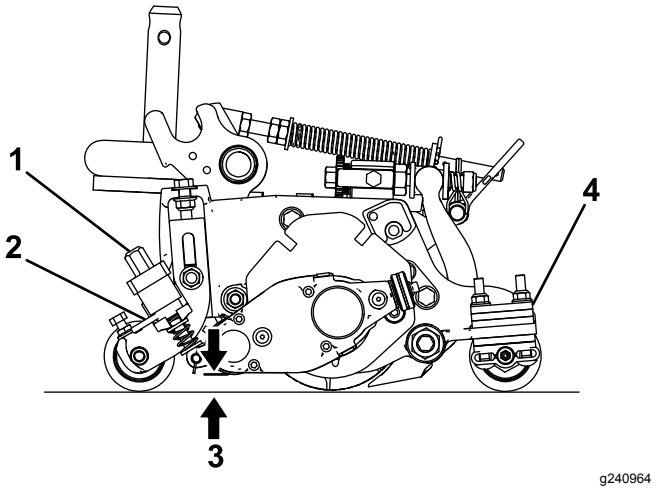

Figur 24
3. Vrid snabbspakarna (Figur 24) till AKTIVERAT LÄGE (handtaget ska peka mot klippenhetens främre del).
4. Mät avståndet från trimknivens lägsta spets till arbetsytan i en ände av trimningscylindern (Figur 24). Vrid på höjdjusteringsreglaget (Figur 24) för att höja eller sänka trimknivspetsen till önskad höjd.